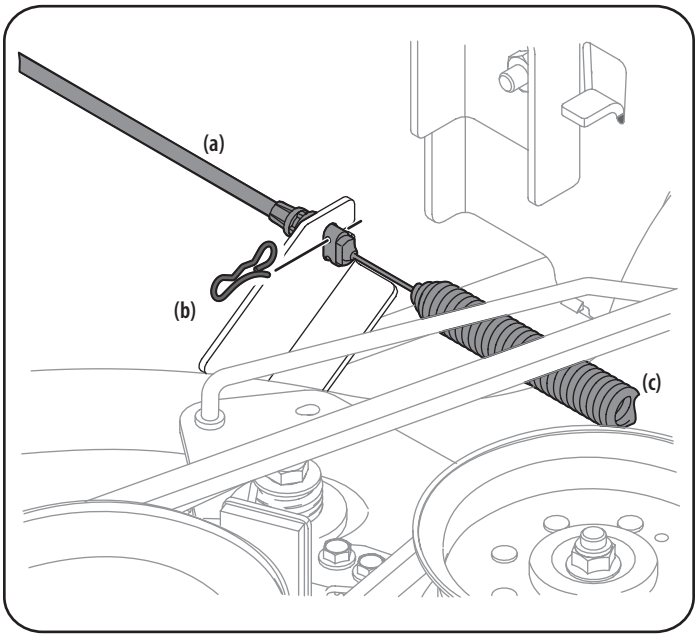

Figura 29
9. Extraiga con cuidado el cable de la PTO (a) de la parte posterior de la plataforma de corte retirando el clip curvo que lo sujeta. Retire el resorte (c) del soporte de polea loca de la plataforma. Consulte la Figura 29.